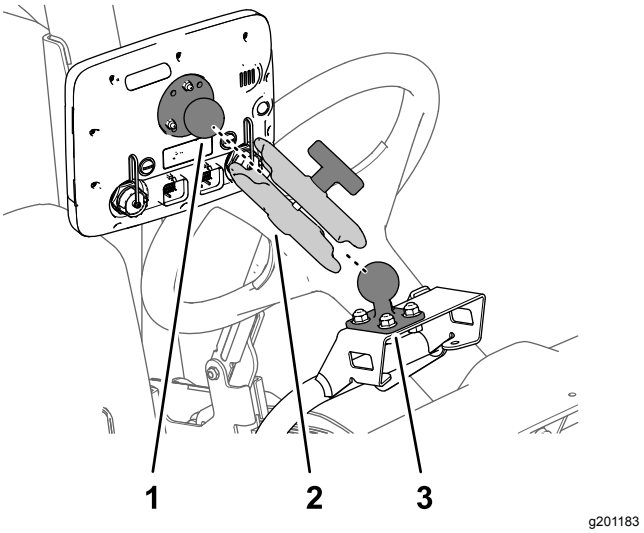

Rysunek 165
3. Zamocuj złącze kulowe monitora i przegub kulowy na mocowaniu w maszynie do ramienia monitora (Rysunek 165).
4. Wyreguluj ustawienie monitora tak, aby jego ekran był dobrze widoczny ze stanowiska operatora maszyny, a następnie dokręć palcami pokrętło na ramieniu monitora (Rysunek 165).